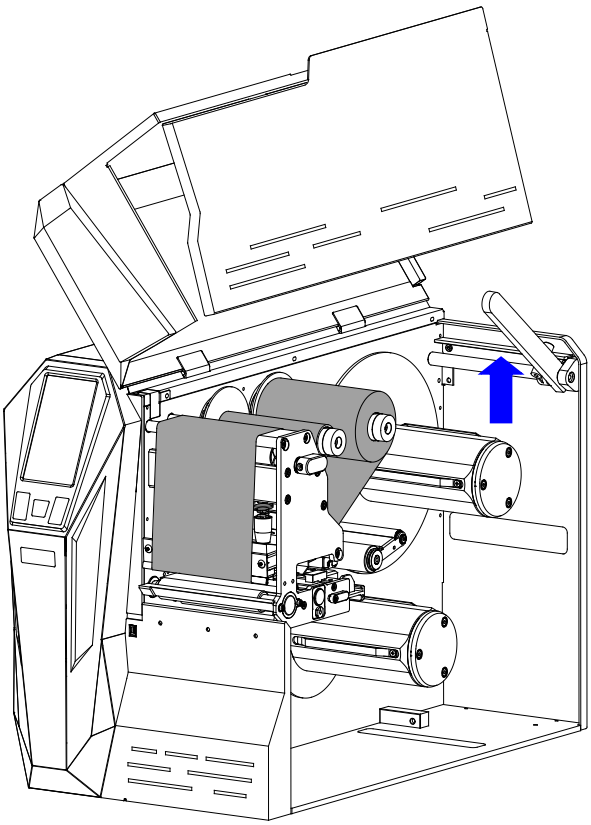

Figure 2-17 Lift the Media Roll Guide
1. Loosen the Thumbscrew, then slide the Media Roll Guide to the far right end and lift it up. As shown in Figure 2-17.